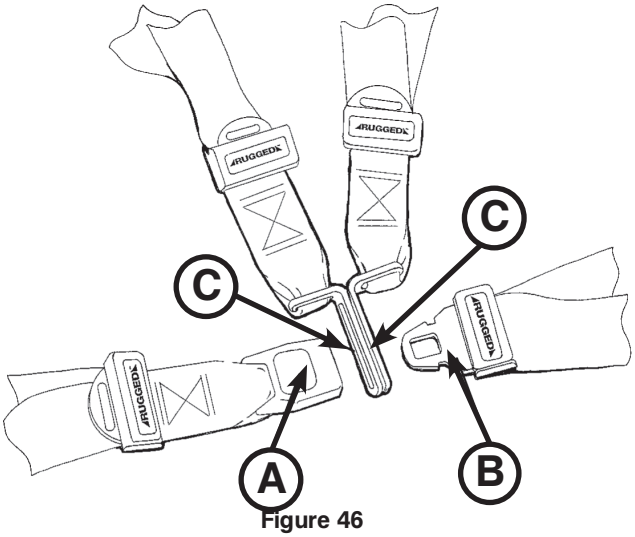

Figure 46
- **To open the restraint**, press the red button (A) on the front of the buckle "receiver". This releases the buckle latch plate (B) which can then be pulled out of the receiver (Figure 46).